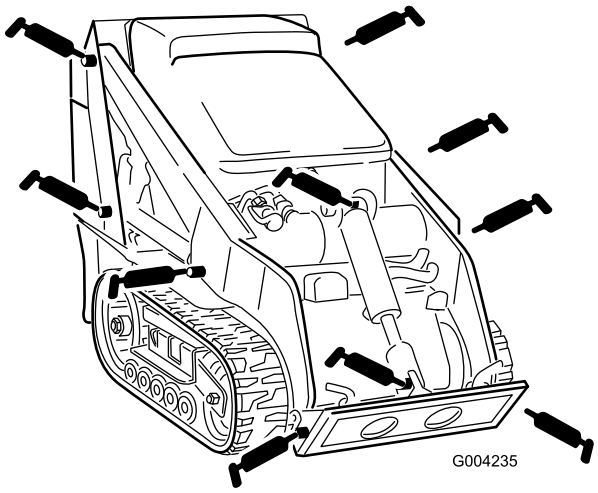
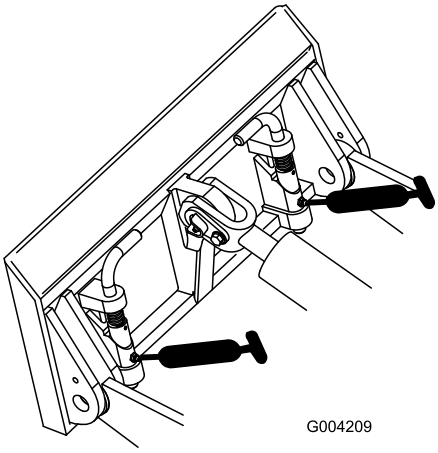

Figur 31
Figur 32
3. Sätt en fettspruta på varje nippel (Figur 31 och Figur 32).